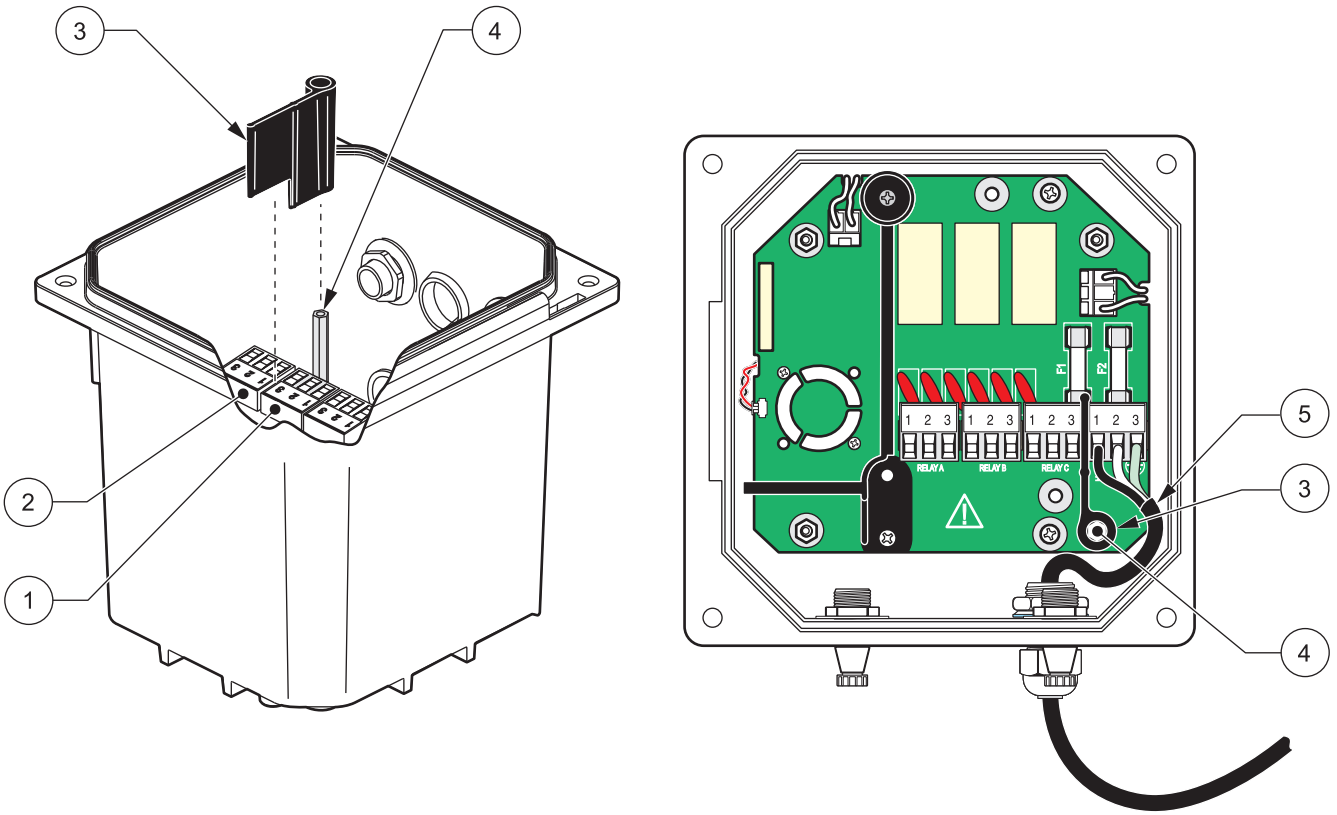

Figure 6 Installing the Relay Barrier - sc100 controller only
Important Note: *Although AC powered (100-240 VAC) sc100 controller models specify "Relay" voltage connections between 100 and 240 VAC, low voltage wiring can be safely connected to the relay contacts when the relay voltage barrier is installed in the sc100 as shown in Figure 6 on page 7.*
3. Push the power cable around the support post (see Figure 6 on page 7).
4. Insert the relay barrier (item 3, Figure 6 on page 7) so that the hole in the barrier fits over the support post (item 4, Figure 6). Place the notched part of the barrier between the power and relay connectors (see Figure 6).